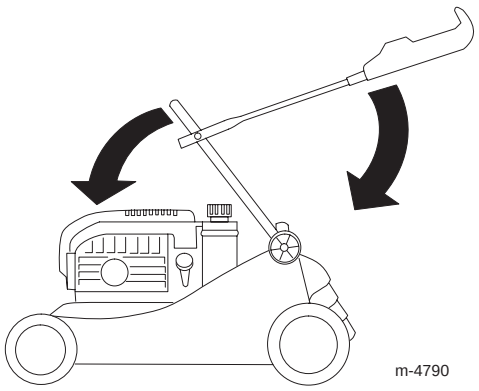

Bild 32
3. Kippen Sie das untere Handgriffteil vorsichtig nach vorne, bis es auf dem Motor aufliegt (Bild 32).
4. Kippen Sie das obere Handgriffteil vorsichtig nach hinten, bis es flach liegt (Bild 32).